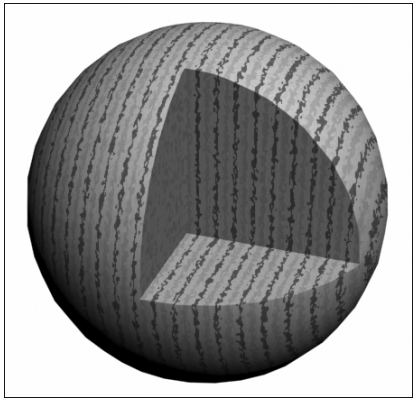

Fig.9.54
- **Objet XYZ** : utilise le système des coordonnées locales de l'objet. Vous pouvez dans ce cas appliquer une soustraction booléenne à l'objet, et le rendu se fera comme si vous avez réellement taillé dans un bloc de marbre (fig.9.54).